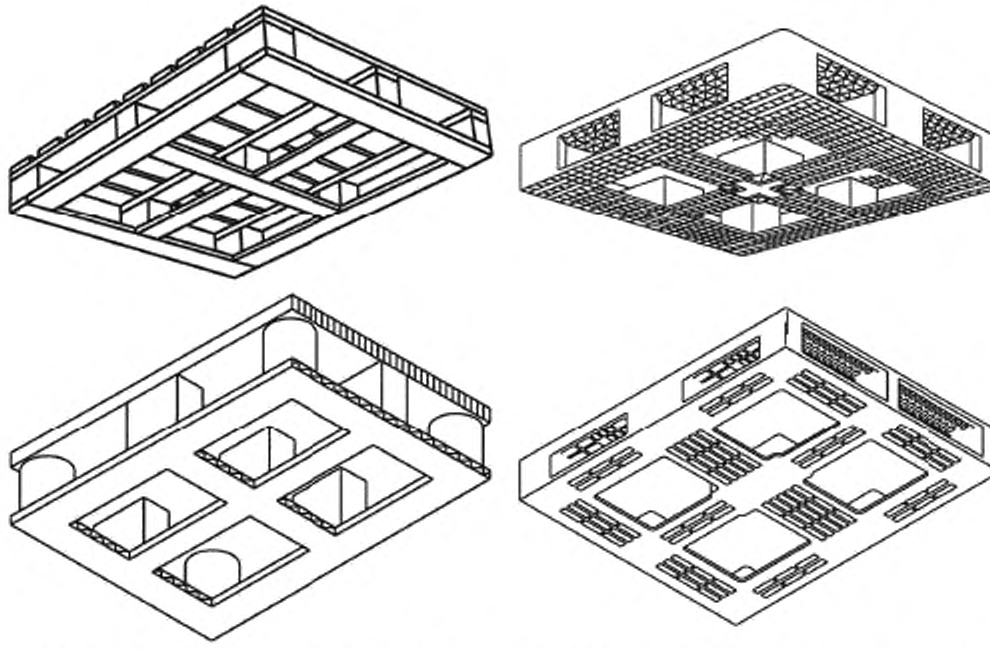

Рисунок 14 — Поддоны с нижним настилом по периметру с крестообразно расположенными досками
3.14 **поддон с нижним настилом по периметру с крестообразно расположенными досками:** Поддон с нижним настилом по периметру с двумя центральными досками, расположенными перпендикулярно друг к другу (см. рисунок 14).